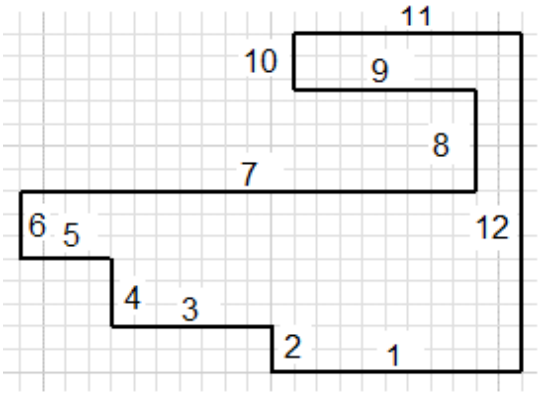

Figure 2-104 *Sketch after drawing the lines*
*(Move the cursor toward left, enter **22** in the length input field, enter **90** in the angle input field of the Dynamic Input, and press Enter).* Line 1 is drawn, as shown in Figure 2-104.
*(Move the cursor upward in the graphics window. Next, enter **4** in the length input field, press Tab, enter **90** in the angle input field, and press Enter).* Line 2 is drawn, as shown in Figure 2-104.
*(Move the cursor toward left in the graphics window. Next, enter **14** in the length input field, press Tab, enter **90** in the angle input field in the Dynamic Input, and press Enter).* Line 3 is drawn, refer to Figure 2-104.
2. Select the line 8 and then line 9, refer to Figure 2-104; a fillet is created between these lines and the radius of the fillet is displayed in the sketch.